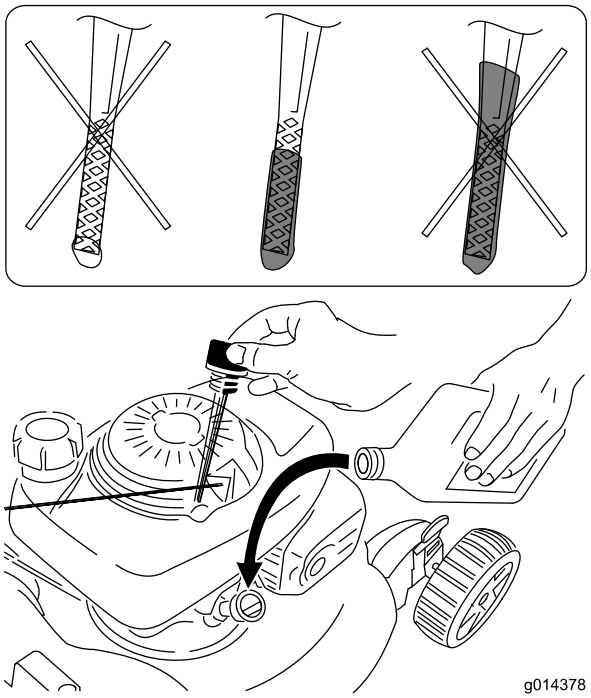

Figur 9
1. Ta bort oljestickan, torka av den och sätt i den i påfyllningsröret **men skruva inte in den** (Figur 9).
2. Ta ut oljestickan och kontrollera oljenivån (Figur 9).
Om det inte finns någon olja på oljestickan häller du **långsamt** olja i påfyllningsröret och kontrollerar nivån med oljestickan med jämna mellanrum tills oljestickan visar att motorn är full, i enlighet med Figur 9. **Fyll inte på för mycket.** (Maximal påfyllning: 0,55 l, typ: SAE 30 renad olja med API-klassificering SH, SJ, SL eller högre.)